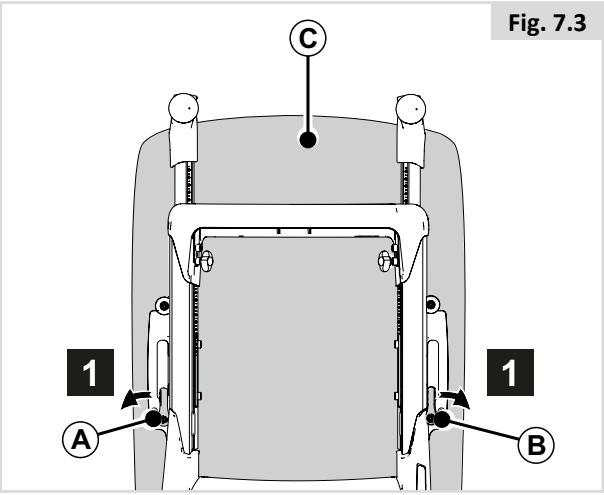

Fig. 7.3
7.2 Retrait du coussin de dossier (Fig. 7.3)